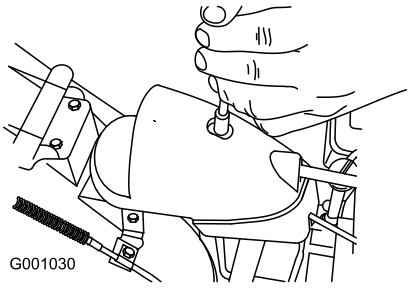

Figur 50
1. Ta bort fästanordningen på kåpan över kugghjulet (Figur 50), lyft upp kåpans främre del och skjut kåpan bakåt så att den inte är i vägen.